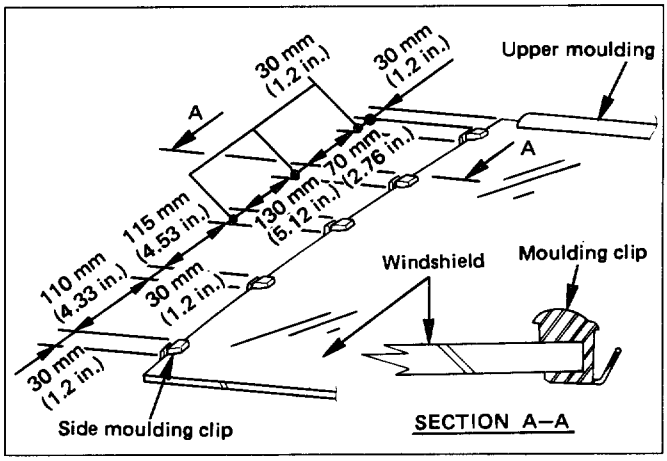

Fig. 10-259
- Install the moulding clips to the fixed position of the windshield (Fig. 10-259).